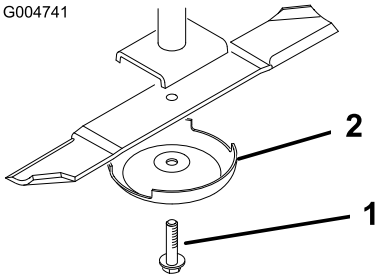

Рисунок 82
2. Возьмитесь за конец ножа рукой в перчатке на толстой подкладке или через слой ветоши. Снимите болт ножа, защитный колпак и нож со шпинделя (Рисунок 82).